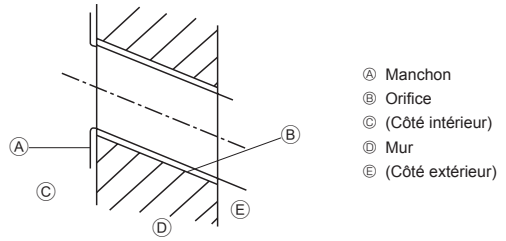

Fig. 3-3
3.2.2. Forage de l’orifice des tuyaux (Fig. 3-3)